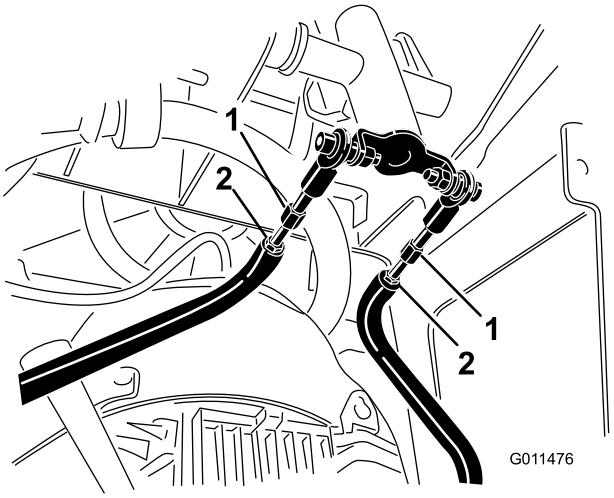

**Figur 56**
D. Lossa kontramuttrarna på drivstängerna, under reglagepanelen (Figur 56).